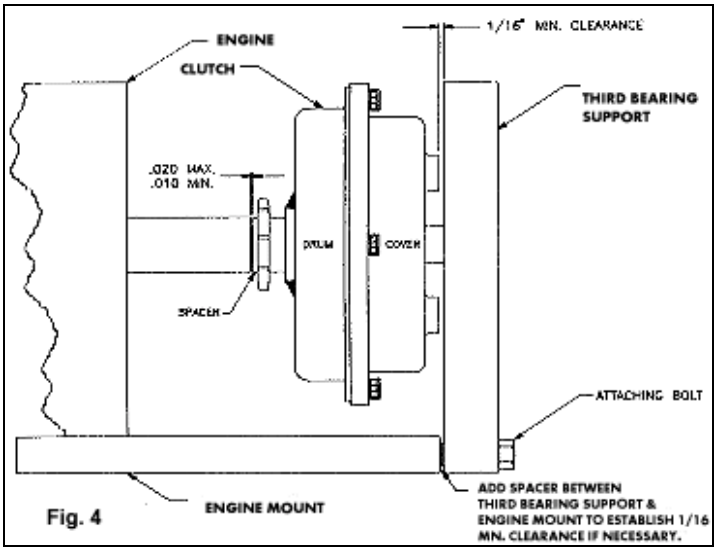

Fig. 4
9. Check the side clearance (end play) between the sprocket and spacer (Fig. 4). It is important that there be some clearance, too much is better than not enough. Grind the spacer if necessary, or replace it with another one of the correct size.
14. Install the third bearing support and safety wire the bolt heads. Depending on the type of third bearing support, it may be necessary to cut or notch it to get at the filler plug. Check the clearance between the filler plug and third bearing support and add spacers if necessary (Fig.4).